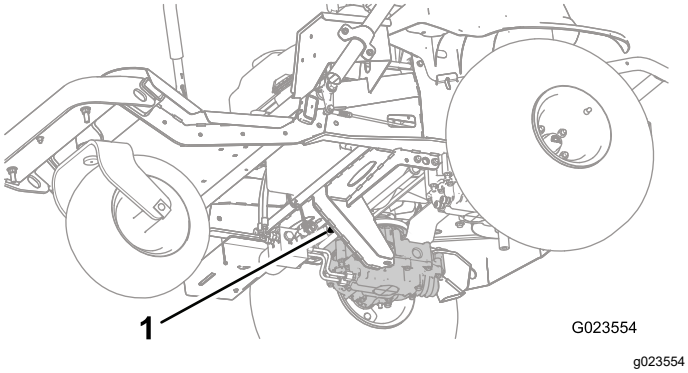
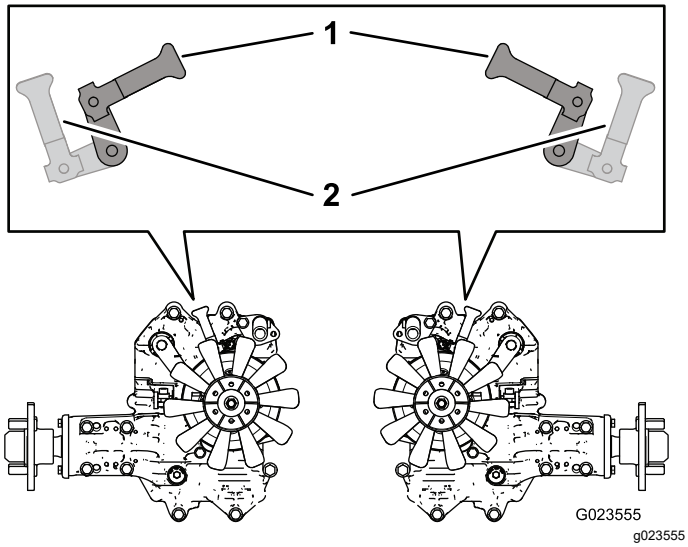

Rysunek 28
Rysunek 29
2. Od spodu maszyny obróć dźwignie zaworów obejściowych (Rysunek 27 i Rysunek 28), tak aby były skierowane do środka, w kierunku środka maszyny (Rysunek 29), i zwolnij hamulec postojowy; patrz Używanie hamulca postojowego (Strona 24).
3. Po zakończeniu pchania lub holowania maszyny obróć dźwignie zaworów obejściowych, tak aby były ustawione w stronę przodu maszyny i umożliwiały jazdę maszyną (Rysunek 29).